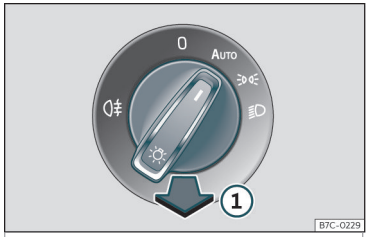

Fig. 88 Tablero de instrumentos: mando de las luces.
- **Encender luz trasera antiniebla** ⊄: tire del conmutador de las luces hasta que encastre ››› **fig. 88** ① desde la posición ≋, ≡D o bien **AUTO**.